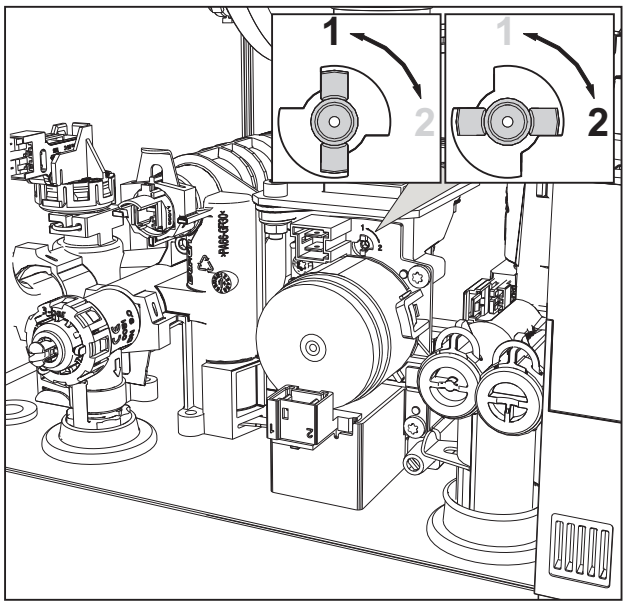

рис. 30
3. Поверните дроссель (рис. 30) в положение, указанное на таблица 8.